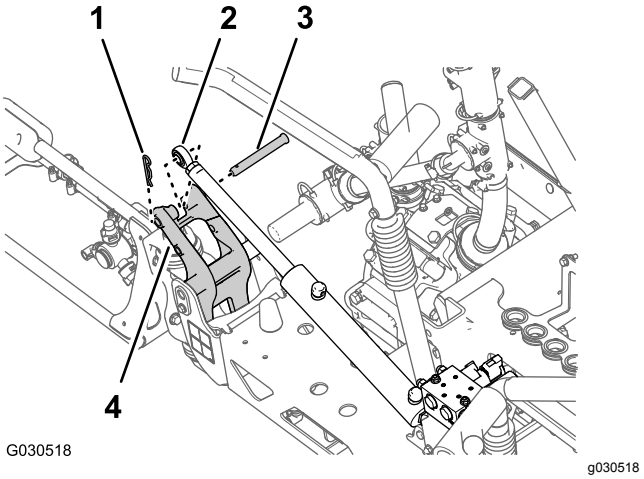

**Figur 63**
3. Fjern den låseclips og gaffelbolt, der fastgør stangenden af løftecylinderen til aksebeslaget (Figur 63).